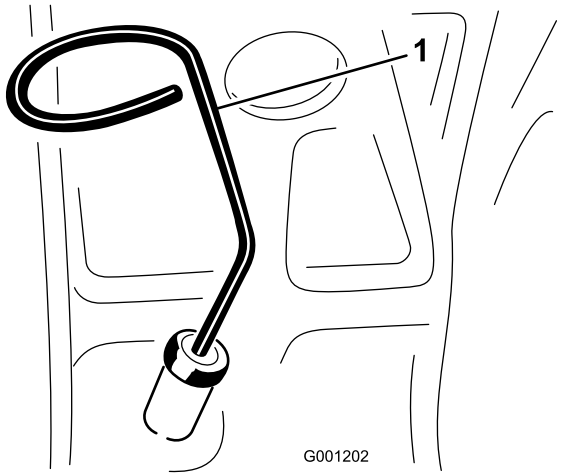

Figur 22
2. Fjern målepinden (Figur 22), tør den af, og sæt den tilbage igen. Fjern målepinden, og kontroller oliestanden. Oliestanden skal nå op til FULL-mærket på målepinden.